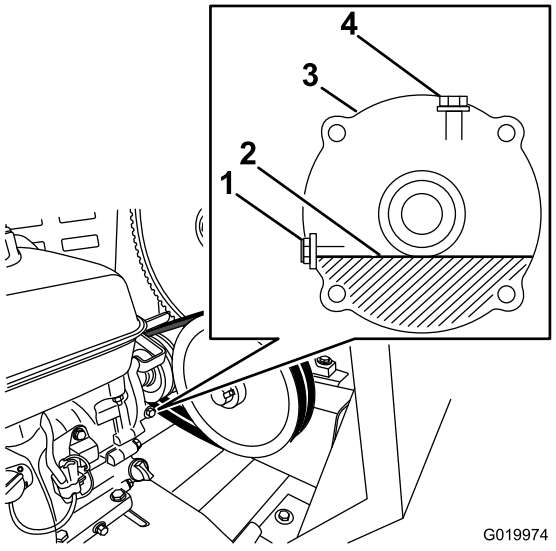

Figure 64
2. Locate the reduction case between the engine and the engine pulley (Figure 64).
4. Remove the oil-level-check bolt and washer from the oil-level port (Figure 64).
A. Remove the filler bolt and washer from the filler port on the top of the reduction case (Figure 64).
C. Install the filler bolt and the washer to the filler port of the reduction case, and tighten the filler bolt (Figure 64).
5. When the oil is level is flush with the threads at the bottom of the oil-level port, install the oil-level-check bolt and the washer to the port and tighten the oil-level-check bolt (Figure 64).
8. Slowly add the specified oil into the fill port until the oil level is level with the threads at the bottom of the oil-level port (Figure 64).